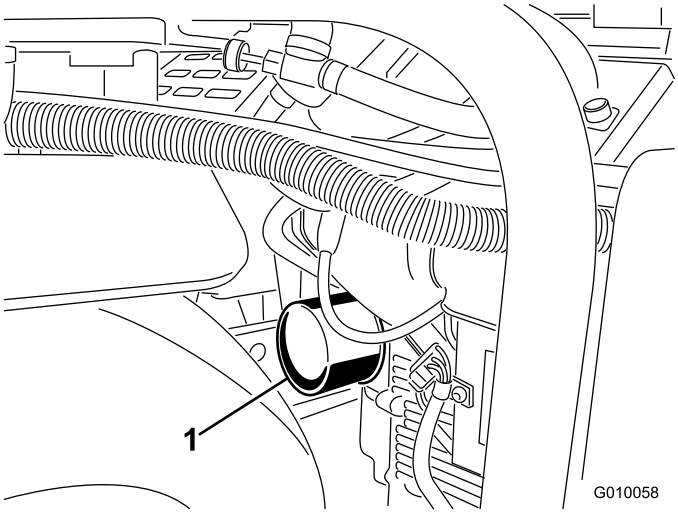
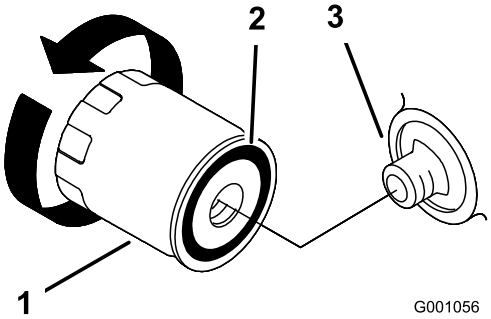

Figur 48
Figur 49
6. Sätt ett grunt kärl eller en trasa under filtret för att fånga upp oljan (Figur 48).
7. Ta bort det gamla filtret (Figur 48 och Figur 49) och torka rent ytan på filteradapterpackningen.